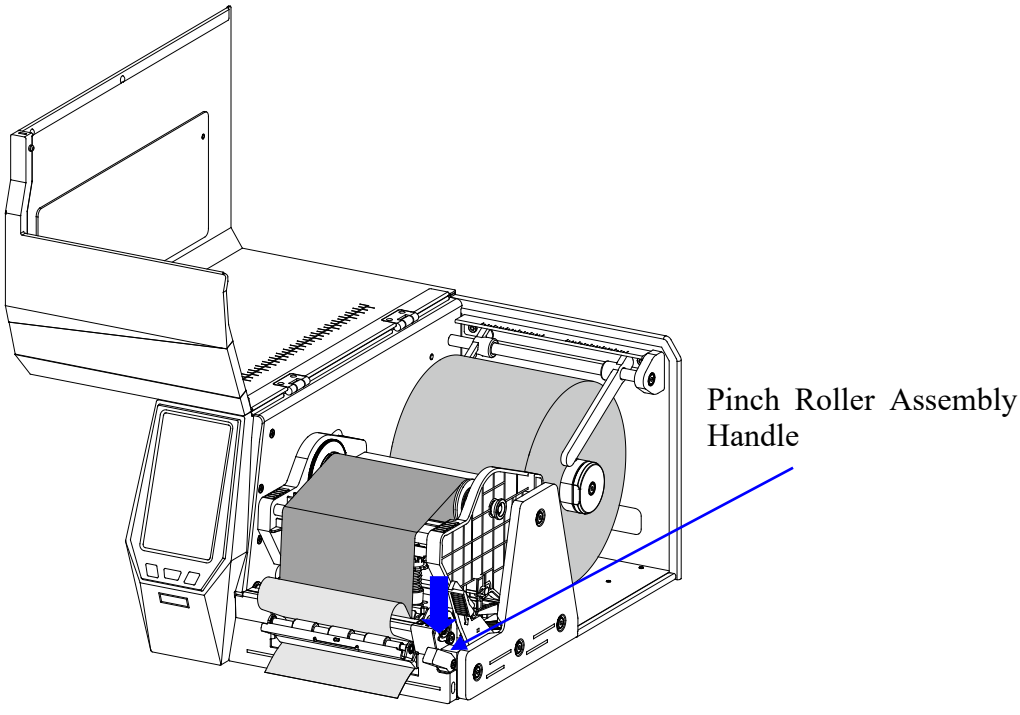

Figure 2-28 Thread the Liner
7. Peel off the face label(s) from the liner, leaving at least 60 mm long liner. Press down the Pinch Roller Assembly Handle to open the Pinch Roller Assembly, thread the liner in between the Platen Roller and Liner Pinch Roller, then pass through the Pinch Roller Assembly Revolving Shaft and Chassis, as shown in Figure 2-28. Release the Pinch Roller Assembly Handle.
8. On the "Specify Printer Name" screen, enter a name for the printer, as shown in Figure 2-28, then click "Next" to complete the driver installation.